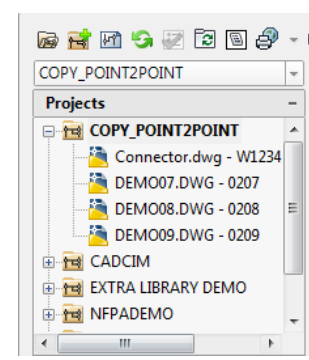

***Figure 2-72** The **Copy_Point2Point** project with the drawings added to it*
4. Choose the **No** button from this message box; the selected drawings are added to the **Copy_Point2Point** project, as shown in Figure 2-72. If the drawings are not displayed in the **Copy_Point2Point** project, choose **Refresh** from the **PROJECT MANAGER**.